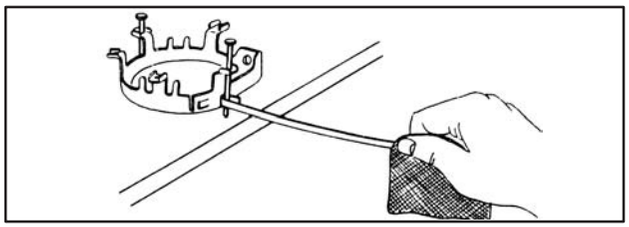

Fig. 589 – LUBRICATING SPRING
7. Hook new spring around nail as shown in Fig. 589. Smear some grease in a cloth and run cloth along the length of spring.